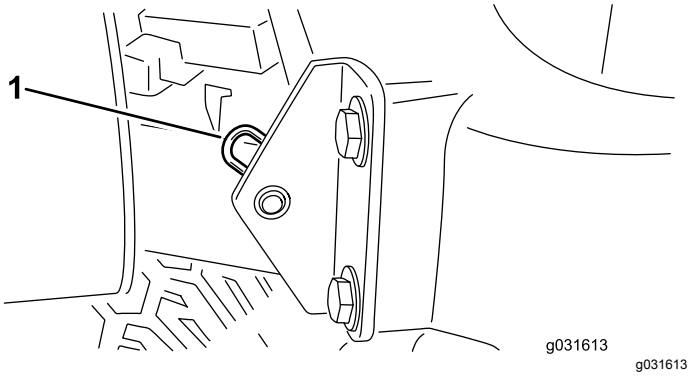

Figur 58
2. Ta bort hårnålssprinten som fäster motorhuvstappen till fästskivorna (Figur 58).